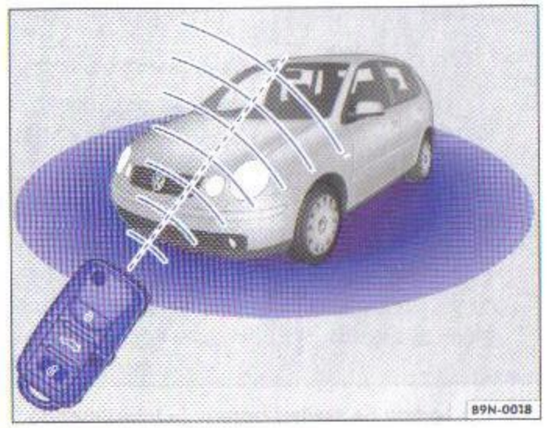

Fig. 11 Zona de acţiune a telecomenzii
- Telecomanda funcţionează numai în raza de acţiune ⇒ fig. 11 (suprafaţa albastră).